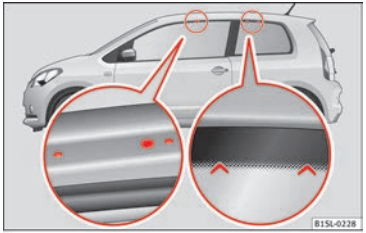

Fig. 74 Attachment points for the basic supports and the roof carrier system in two-door vehicles.
Two-door vehicles: the holes and marks indicating the fitting points for base front supports are in the lower half of the roof struts ››› **Fig. 74** (enlarged left image). The holes and marks are only seen with the door open. The fitting marks for base rear supports are in the upper half of the windows ››› **Fig. 74** (enlarged right image).
- **The base support should only be fitted to the points indicated in the diagram ››› Fig. 74.**